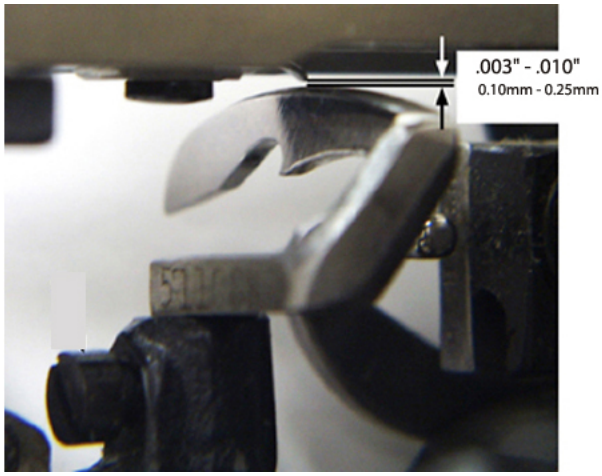
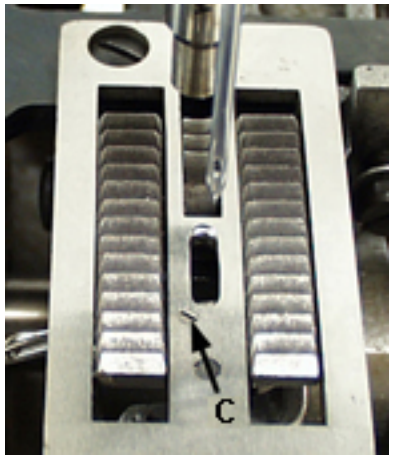

Fig 9A
Fig 9B
Attach the throat plate and looper/spreader to the machine. Turn the handwheel in operating direction until the looper moving to the right is directly under the tip of the retainer (Fig. 9A). Adjust the retainer tip up or down with screw (C, Fig 9B) so that there is .003″ to .005″ (0.10mm to 0.13mm) clearance between the top of the looper/spreader and the bottom tip of the retainer and then tighten screw (C).